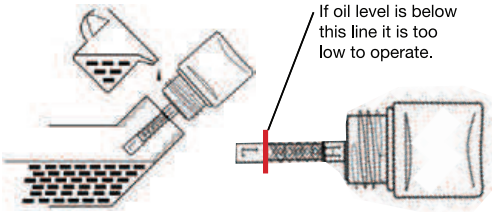

*Figure 19 - Checking Oil Level*
7. **Acceptable Oil Level** - Oil is visible on the crosshatches between the H and L lines on the oil fill plug/dipstick (see Figure 19).
8. Continue to add oil until the oil is at the correct level. See Figure 19.